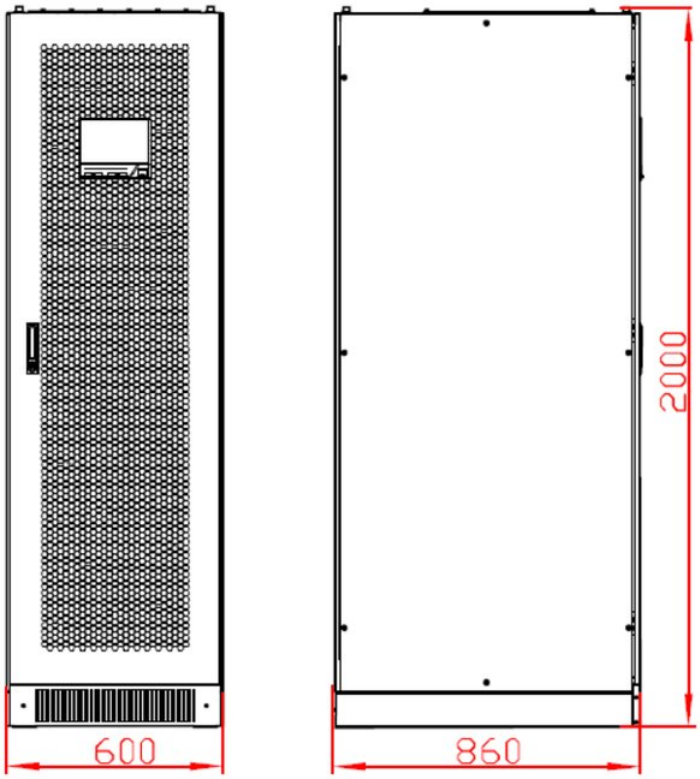

FIGURA 3-7 Dimensioni dell'UPS (unità: mm)
1. Stabilire la posizione d'installazione in base alle dimensioni dell'UPS (Figura 3-7) e agli spazi liberi richiesti (vedere 3.2.3 Spazi d'installazione).